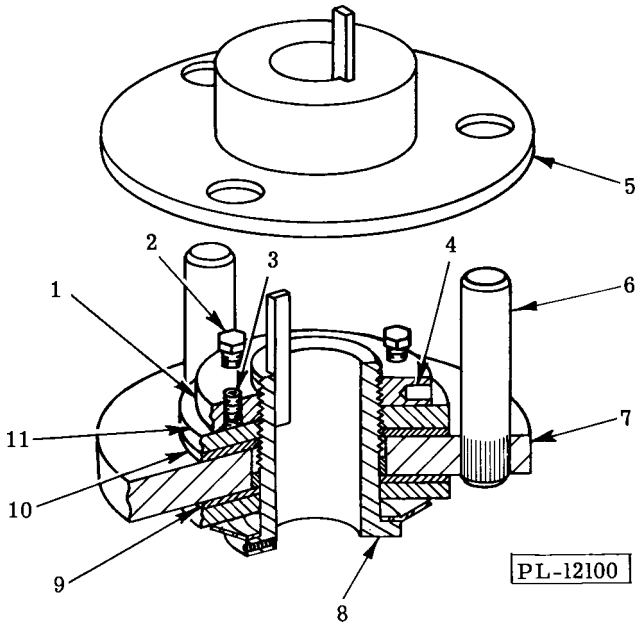

Fig. 9
The overload clutch and coupling assembly, (Fig. 9) allows the drive shaft for the conveyor chain to slip when there is an overload on the conveyor chain. The assembly consists of two lining discs (9 & 10, Fig. 9) which are clamped against the flat faces of the drive flange and pin assembly (6 & 7, Fig. 9). Drive flange and pin assembly rotation is transmitted to the chain sprocket by the upper flange (5, Fig. 9) and drive pin engagement.
C.1 Loosen the set screw (3, Fig. 9) on the clutch nut (1, Fig. 9), then loosen the three hex head screws (2, Fig. 9) in the clutch nut (1, Fig. 9).
C.2 Turn the clutch nut (1, Fig. 9 on the threaded clutch shaft sleeve (8, Fig. 9) by inserting a rod or pin in one of the two torque adjustment holes (4, Fig. 9). Tighten the clutch nut but permit the clutch to slip. Continue to allow the clutch to slip for a total of three minutes under load.
C.3 The final setting of the clutch requires that after a maximum of 5 minutes cooling time, all components be cool to the touch. Loosen the clutch nut with rod and retighten finger tight. DO NOT use rod to retighten. Place a felt pen mark on the finger tight clutch nut and plate (1 & 11, Fig. 9) next to drive pin (6, Fig. 9) and proceed as follows:
C.3.2 Starting at one screw location, tighten the three hex head screws (2, Fig. 9) 1/2 turn maximum in sequence until each screw is seated on the clutch nut to prevent misalignment between the drive flange and pin assembly (6 & 7, Fig. 9) and hub flange assembly (5, Fig. 9).
C.3.3 Lock clutch nut by tightening the set screw (3, Fig. 9).